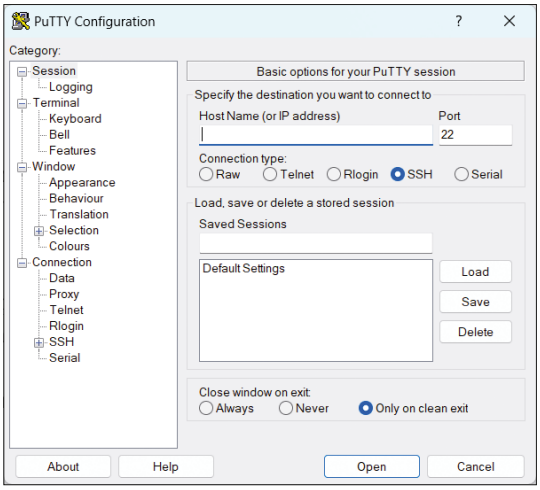

Figure 10.36 PuTTY startup screen.
- PuTTY does not require installation. Simply double-click the file to run it. You should see the PuTTY startup screen as in Figure 10.36.